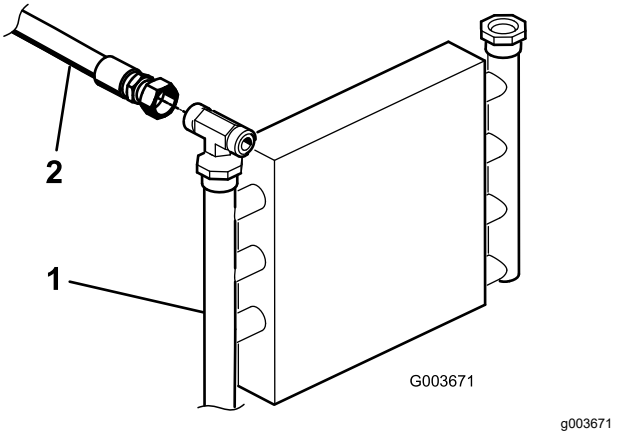
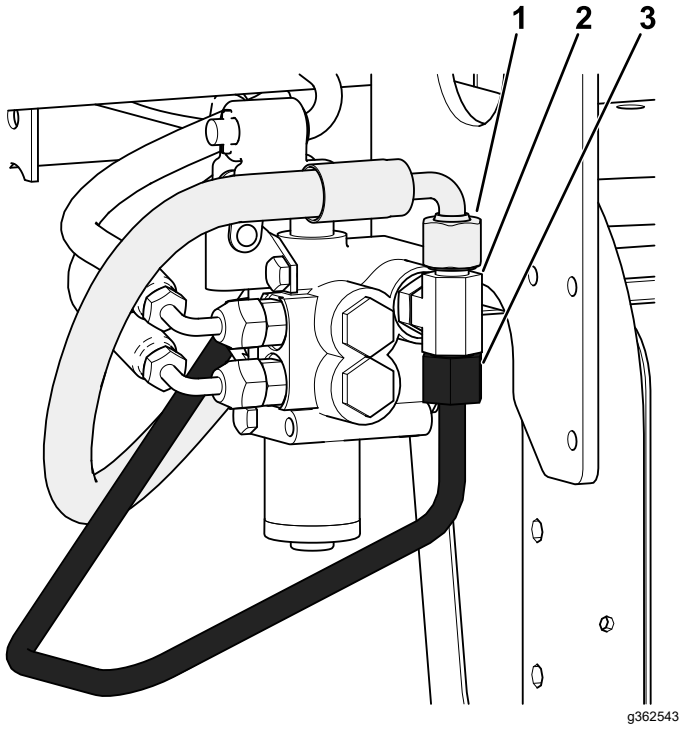

Figur 4
Figur 6
1. Find det hydraulikrør, der går fra oliekøleren til den eksisterende løfteventil (Figur 4).
3. Frakobl og fjern hydraulikrøret fra oliekøleren og løfteventilen (Figur 4 og Figur 6).
C. Kobl hydraulikrøret (144-1367) fra T-fittingen (340-94) som vist i Figur 6.